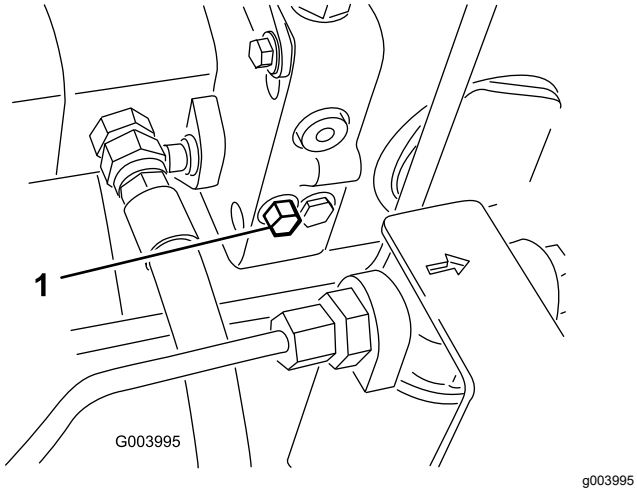

Rysunek 75
1. Obróć śrubę zaworu obejściowego o 1½ obrotu, aby otworzyć zawór i umożliwić wewnętrzne obejście oleju (Rysunek 75).